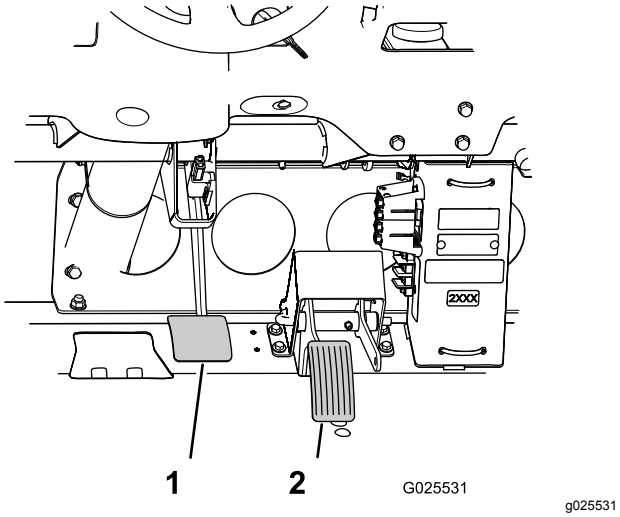

Figur 77
3. Slipp opp bremsepedalen (Figur 77) til den kommer i kontakt med rammen.